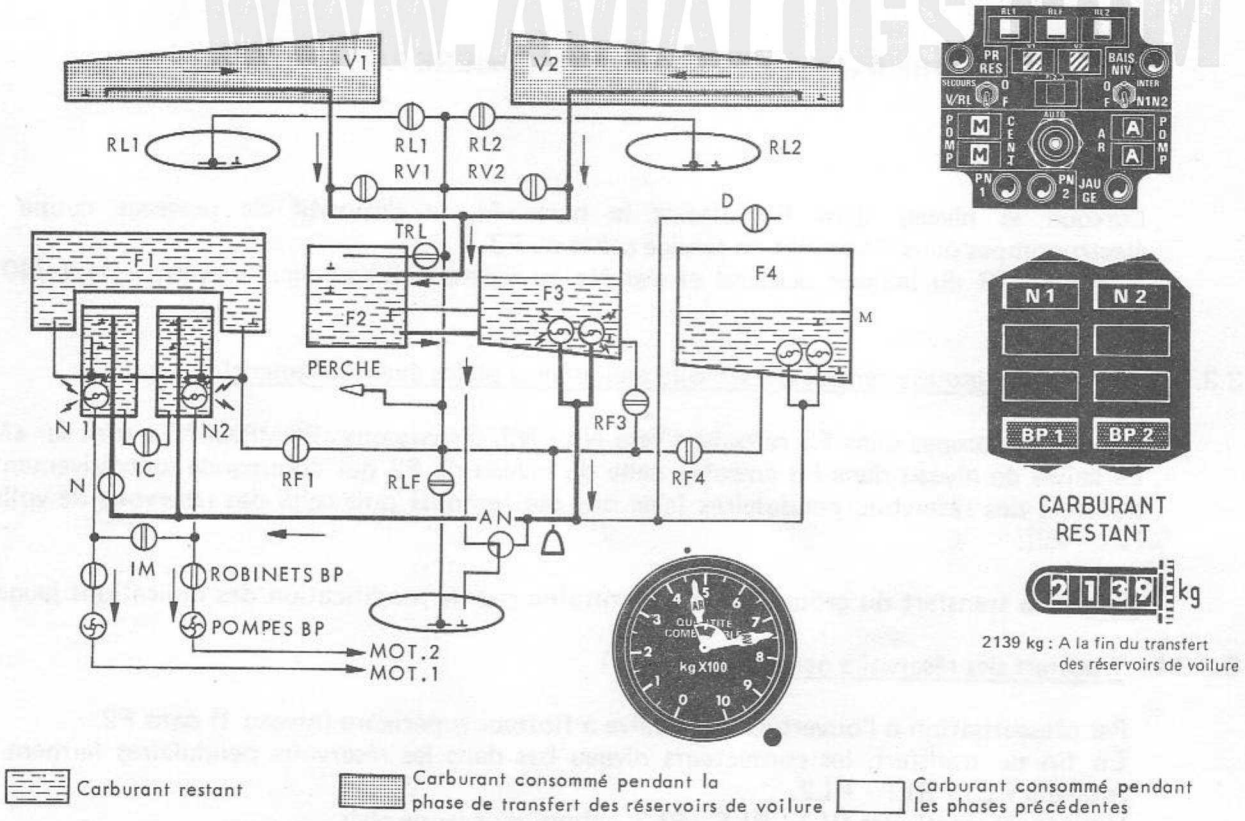

FIGURE 8 - TRANSFERT DES RESERVOIRS DE VOILURE
3.3.3.2 - Transfert des réservoirs de voilure V1 - V2 (Fig.8)